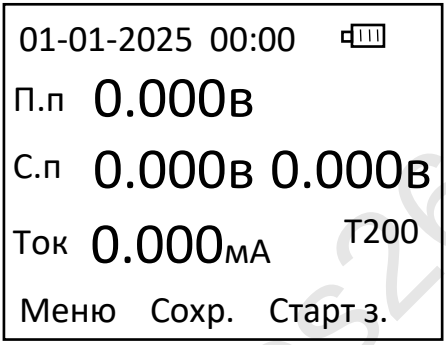

Рисунок 8.9 – Режим измерителя потенциалов
8.2.3.1 После установки режима измерения потенциалов, на дисплей выводятся значения поляризационного потенциала, суммарного потенциала с подключенным вспомогательным электродом, суммарного потенциала с отключенным вспомогательным электродом, тока поляризации вспомогательного электрода и установленное значение паузы поляризации вспомогательного электрода (рис. 8.9).